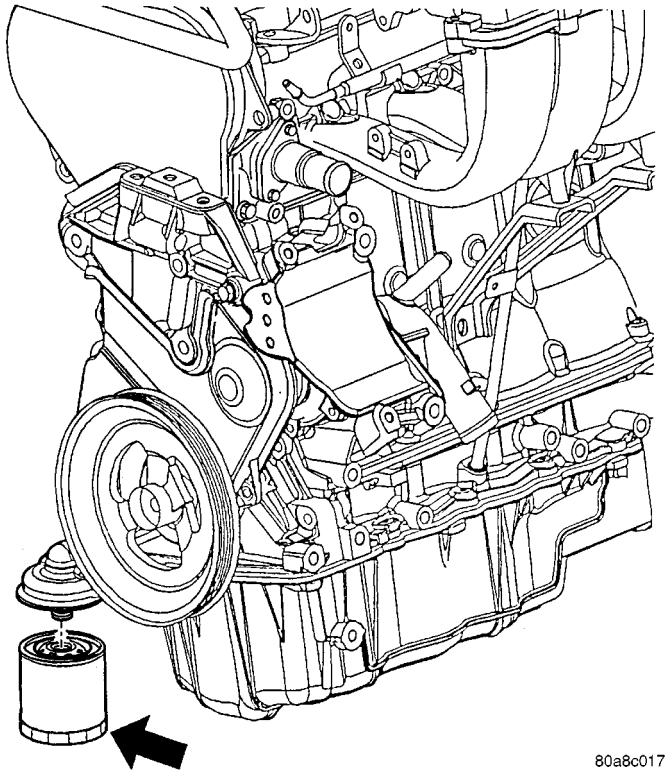

Fig. 88 Oil Filter
The engine oil filter (Fig. 88) is a high quality full-flow, disposable type. Replace the oil filter with a Mopar® or the equivalent.
(3) Using a suitable filter wrench, turn oil filter (Fig. 88) counterclockwise to remove.
(3) Screw oil filter (Fig. 88) on until the gasket contacts base. Tighten to 12 N·m (105 in. lbs.).